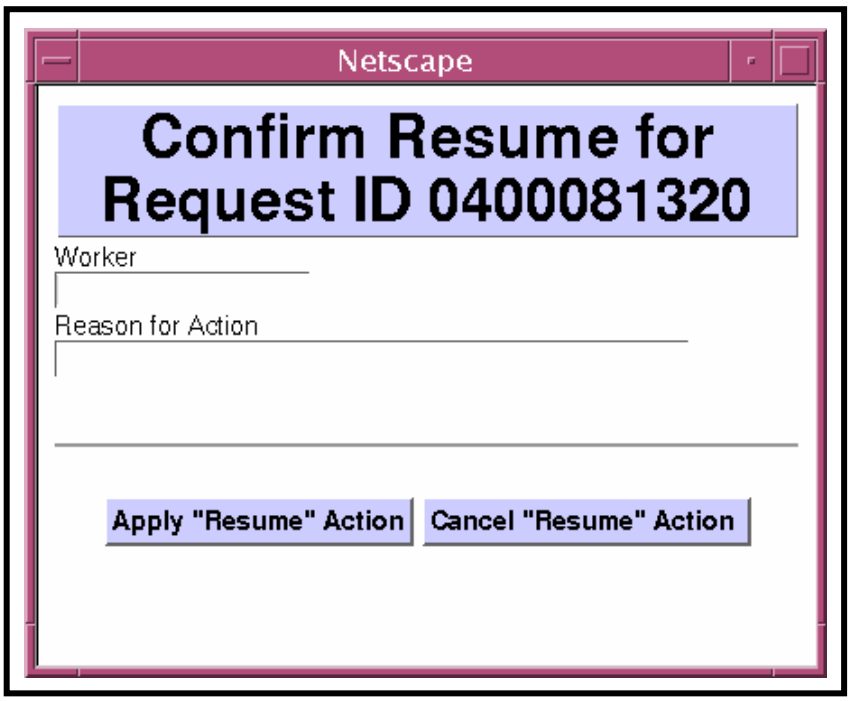
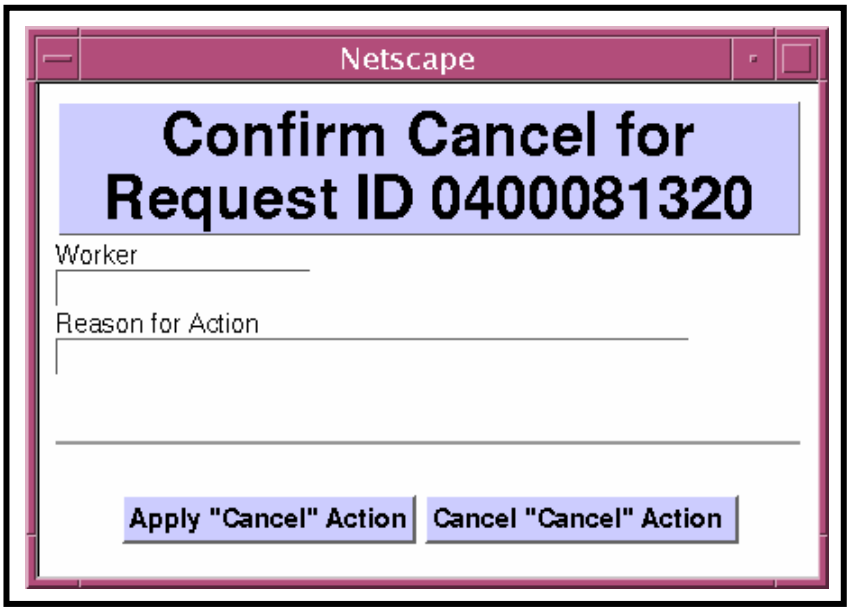

Figure 36. Resume Request Confirmation Dialogue Box
Figure 37. Cancel Request Confirmation Dialogue Box
- A **Resume Request Confirmation** dialogue box (Figure 36) is displayed.
- A **Cancel Request Confirmation** dialogue box (Figure 37) is displayed.
4 If a **Resume Request Confirmation** dialogue box (Figure 36), **Cancel Request Confirmation** dialogue box (Figure 37), or **Stop Request Confirmation** dialogue box is displayed, type ***userID*** in the **Worker** text box.
5 If a **Resume Request Confirmation** dialogue box (Figure 36) **Cancel Request Confirmation** dialogue box (Figure 37), or **Stop Request Confirmation** dialogue box is displayed, type ***reason*** in the **Reason for Action** text box.
6 If a **Resume Request Confirmation** dialogue box (Figure 36), **Cancel Request Confirmation** dialogue box (Figure 37), or **Stop Request Confirmation** dialogue box is displayed, click on the appropriate button from the following selections: